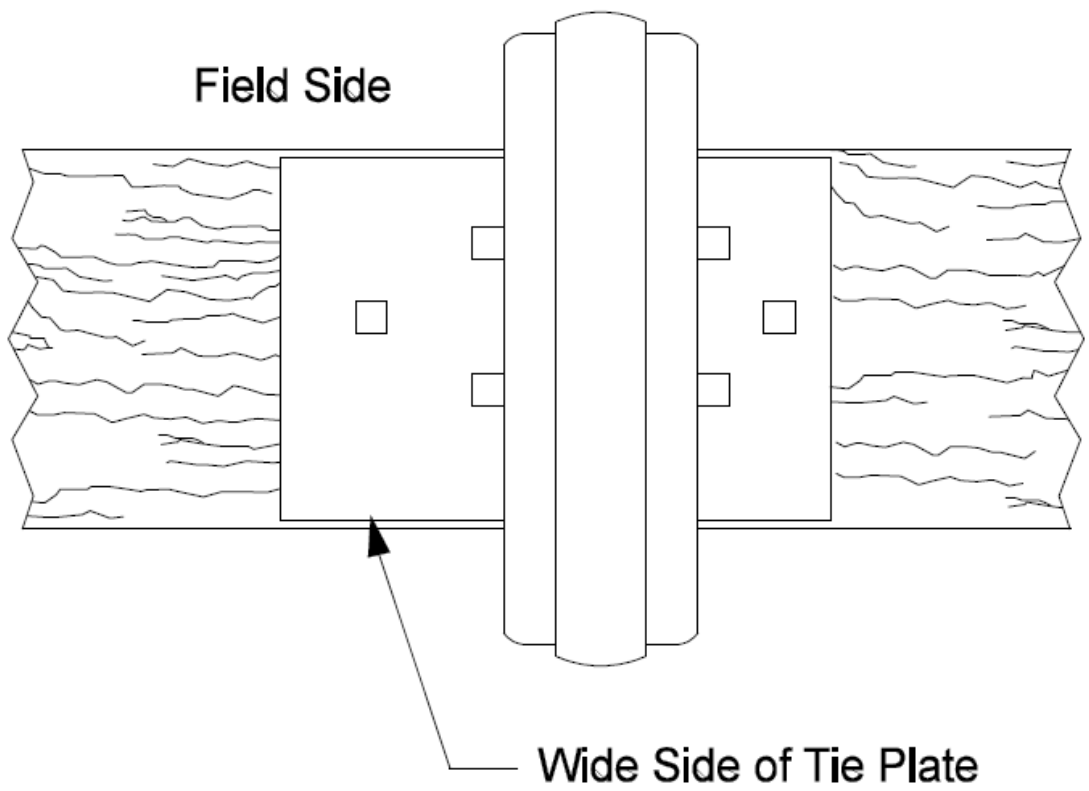

Figure 3-HH
- Proper cant is provided to the rail when the wide side of the plate is on the field side. See Figure 3-HH.